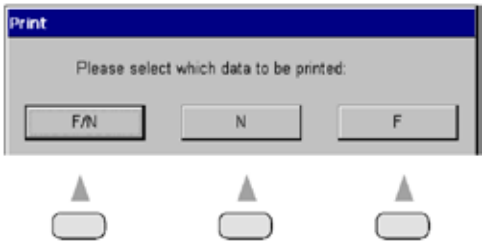

Figure IU-23, Print Screen
3. Press the corresponding Function Button on the Controller to select which data to print. Refer to Figure IU-23.